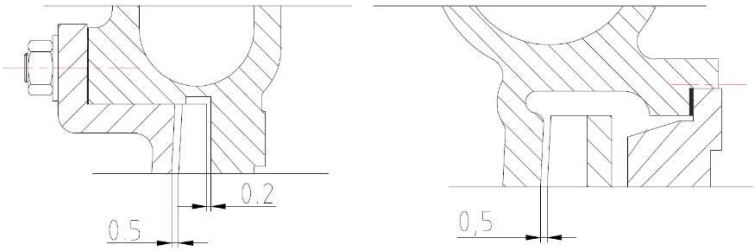

Fig 32
- Contrôler les JEUX devant et derrière la roue; fig 32.